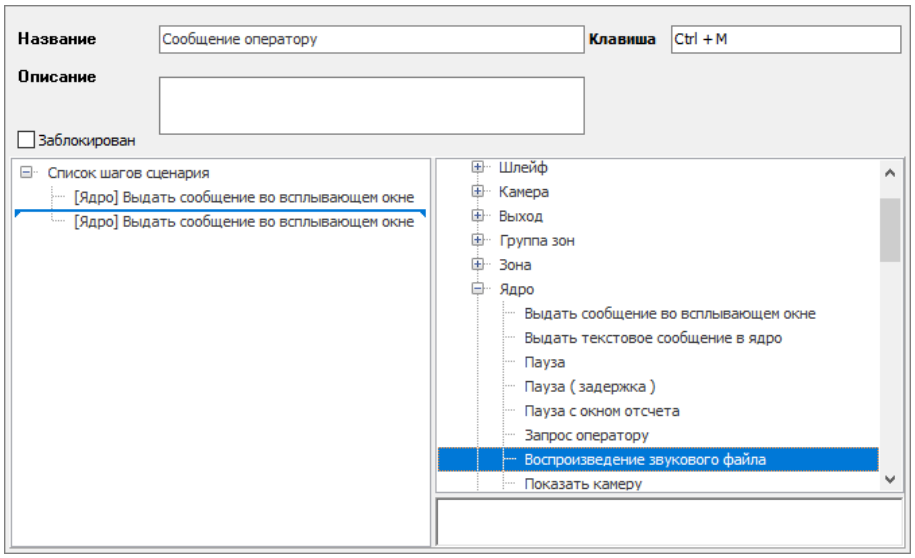

Рисунок 6-590 Добавление шага сценария в список шагов сценария перетаскиванием
- нажмите левой клавишей мыши на шаг сценария в списке возможных шагов сценария и, удерживая левую клавишу мыши нажатой, перетащите этот шаг сценария в список шагов сценария в ту позицию списка шагов сценария, в которую необходимо поместить добавляемый шаг сценария (см. Рисунок 6-590), и отпустите левую клавишу мыши.